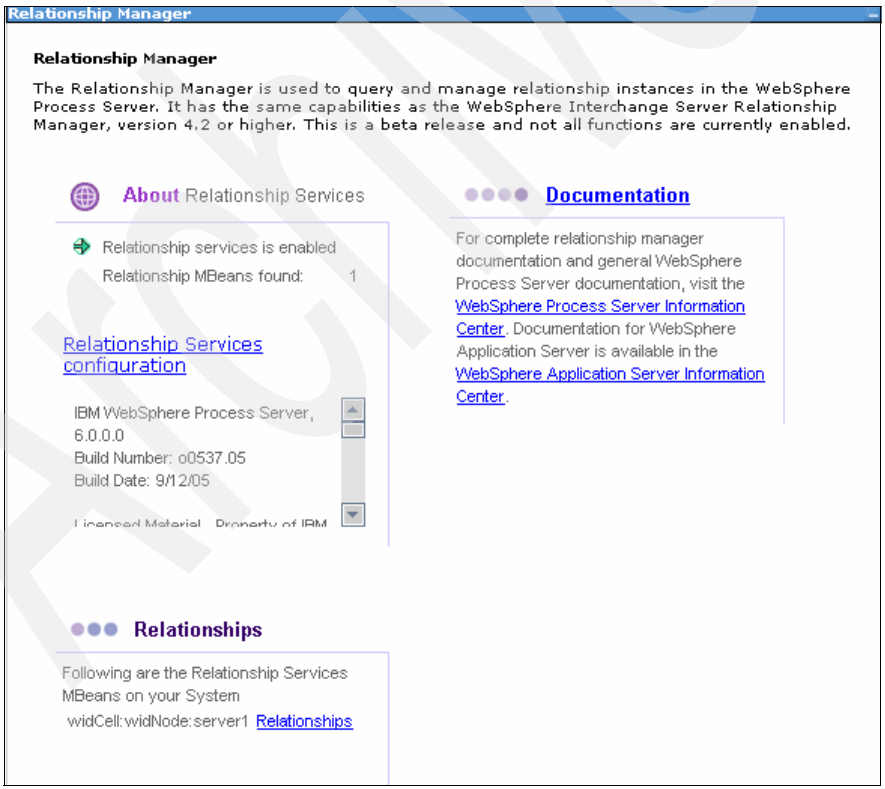

Figure C-7 Relationship Manager main page
5. In the Relationship Manager page (Figure C-7), in the Relationships section, click the **Relationships** hyperlink.